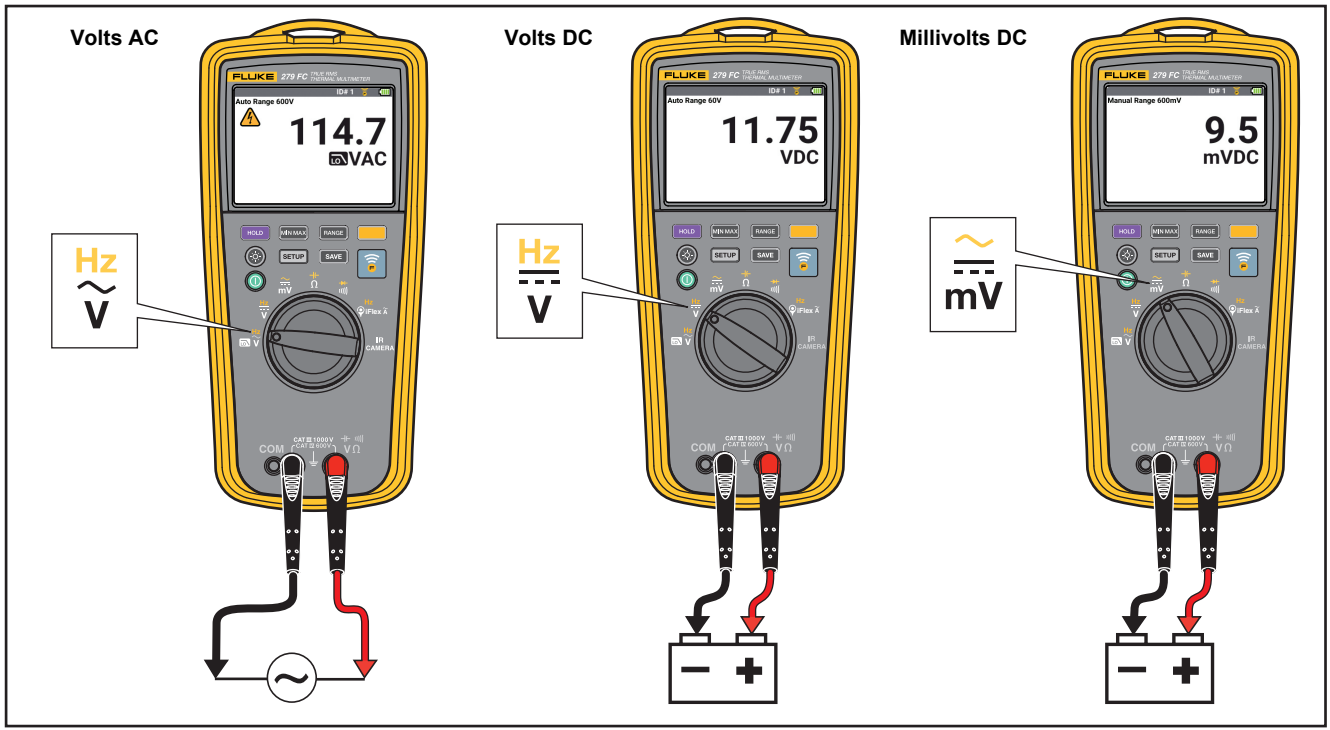

Figure 4. AC and DC Voltage Measurements
- AC and DC Voltage Measurements. See Figure 4.
1. Turn the rotary dial to $\widetilde{\overline{\text{mV}}}$. See Figure 4.